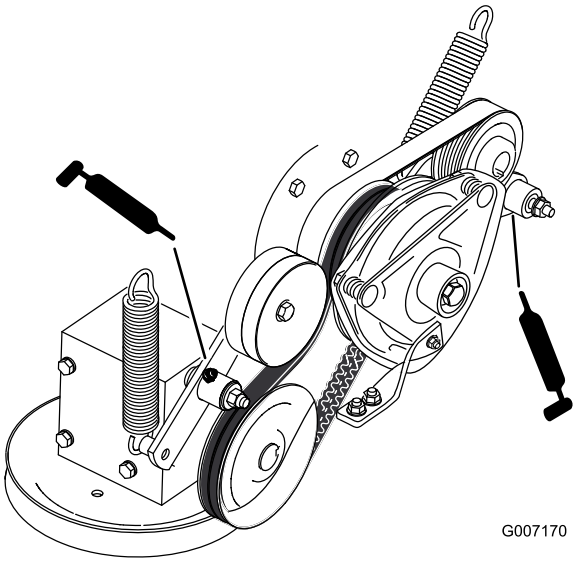

Figur 41
9. Smør drivremmens styrearm på kraftudtaget (Figur 41).
10. Smør pumperemmens styrearm (Figur 41).